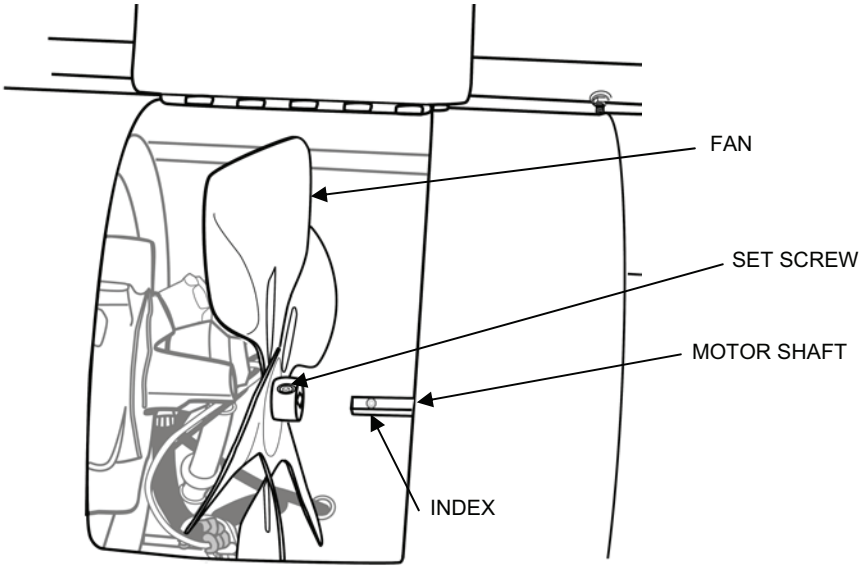

Figure 3. Diesel Heater Fan Replacement.
i. Position the fan so that the setscrew is aligned with the index in the motor shaft and slide the fan onto the shaft. (See Figure 3 if necessary for fan positioning.)
5. Loosen the setscrew and slide the damaged fan off the motor shaft (see Figure 3).
5. Loosen the setscrew that secures the fan to the motor shaft and slide the fan off the motor shaft. (Removing the fan makes it easier to access the fuel lines and fuel filter and reduces the chance of damaging the fan.) (See Figure 3.)
10. Position the fan so that the setscrew is aligned with the index in the motor shaft and slide the fan onto the shaft. (See Figure 3 if necessary for fan positioning.)